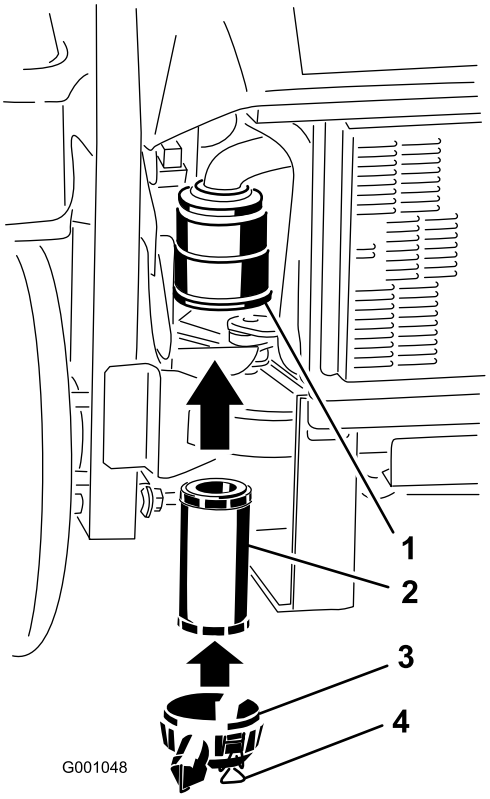

Figur 38
2. Isæt forsigtigt det nye filter i filterhuset (Figur 38). Sørg for, at det er helt på plads ved at skubbe på filterets yderste kant, mens det installeres.
3. Monter luftfilterdækslet, og fastgør låsene (Figur 38).